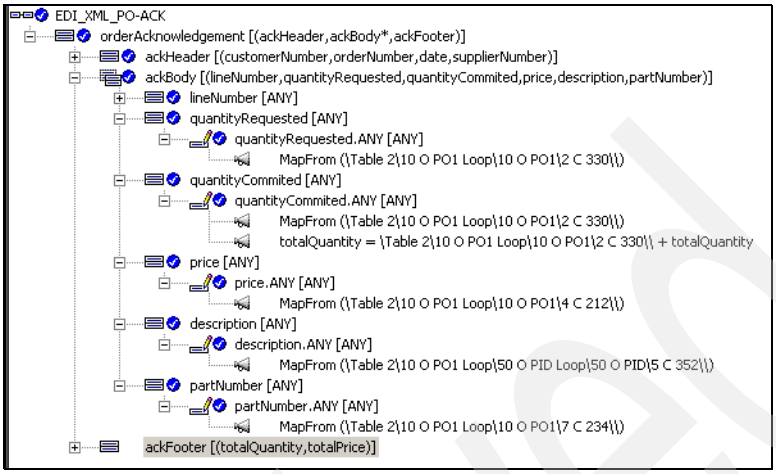

Figure 18-33 Completed command
11. The Mapping Command window should appear as shown in Figure 18-33.